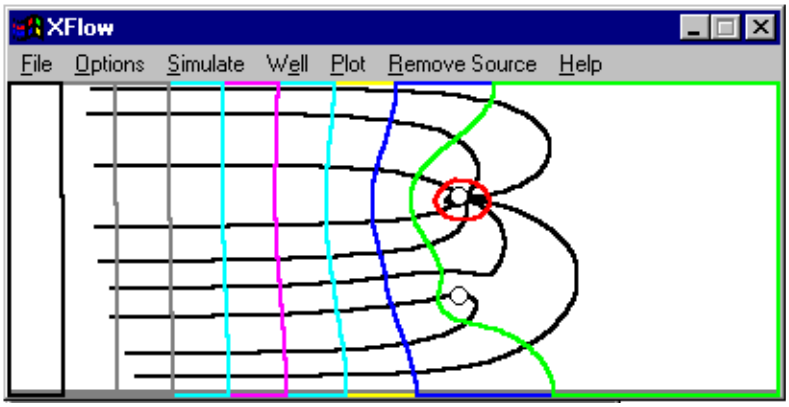

Fig 1: XFLOW Screen with streamlines and head contours
8) When you have optimized the pumping scenario, WRITE DOWN YOUR RESULTS. Because this is a demo version of XFLOW, you cannot save the file or print results directly. However, you can perform a screen capture to save the image of the optimized flow field with head contour lines and streamlines using "print screen" on the keyboard. Paste this clipboard image into a WORD document and crop to a suitable size as in Fig 1: